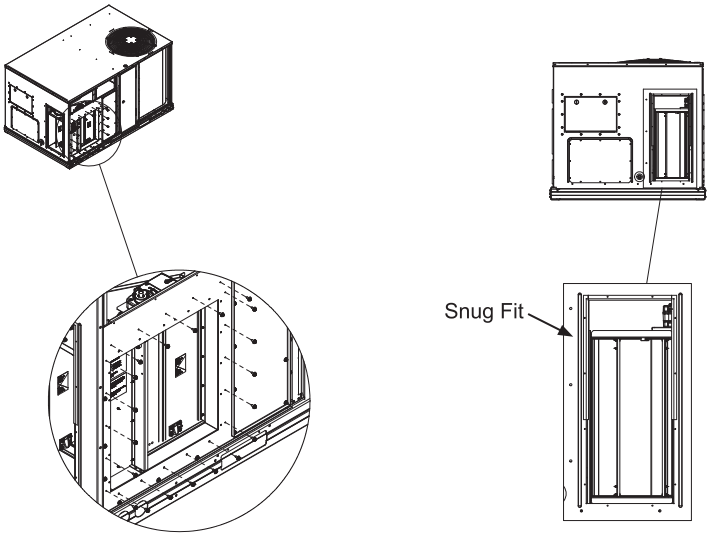

Figure 4 - Attach Economizer to O/A Panel
Step 6: Lift economizer so I.D. of economizer matches I.D. of economizer cut out in panel. See Figure 4.
Step 8: After economizer is attached make sure return section of economizer fits snug and square in horizontal section of the RTU. See Figure 4. DO NOT USE SCREWS ON R/A SECTION, THIS WILL MAKE IT DIFFICULT TO REMOVE ONCE DUCT IS INSTALLED.